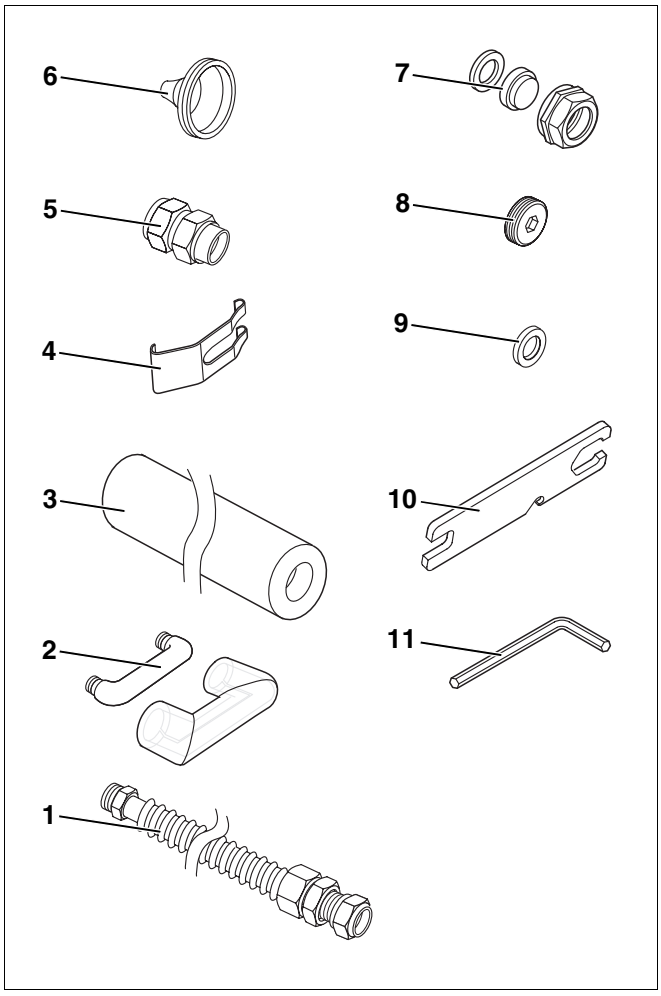

Afb. 8 Aansluitset
5.2.3 Aansluitset (per collectorveld) – afb. 8